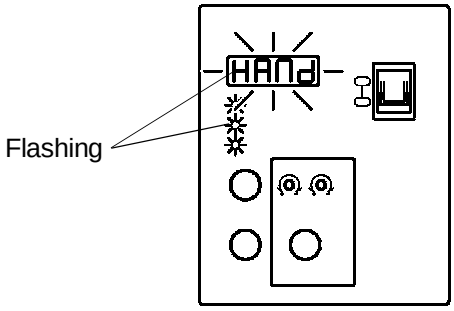

Fig. 33
12) Press the Flush Button once. The Display Window will flash the current operation mode (factory setting: “SFt.H”). The operation mode can be set now. See Fig. 33.